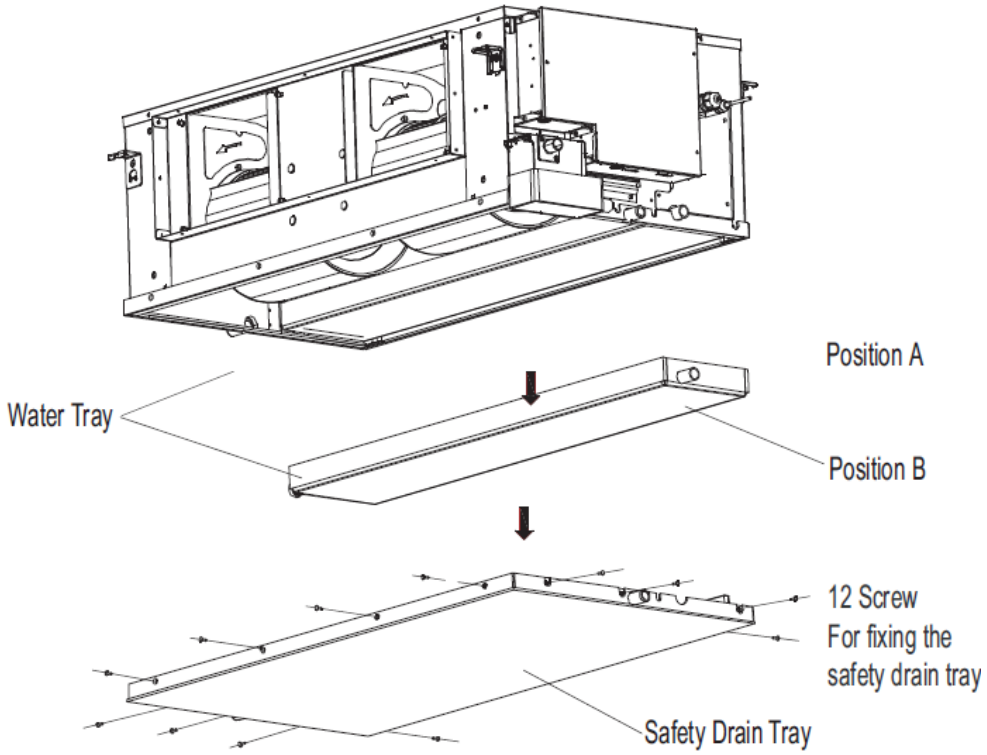

Fig. 31 —Fan Disassembly 036-054
1. Remove the 12 screws from the fixed Safety Drain Tray, and take off the tray as shown in Fig. 31.
2. Take off the tray along the direction of the arrow as shown in Fig. 31.